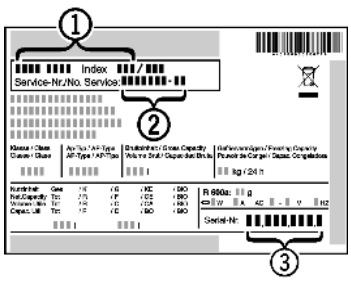

Fig. 79
▶ Read off the appliance name *Fig. 79 (1)*, service no. *Fig. 79 (2)* and serial no. *Fig. 79 (3)* from the model plate. The model plate can be found on the inside of the appliance on the left.